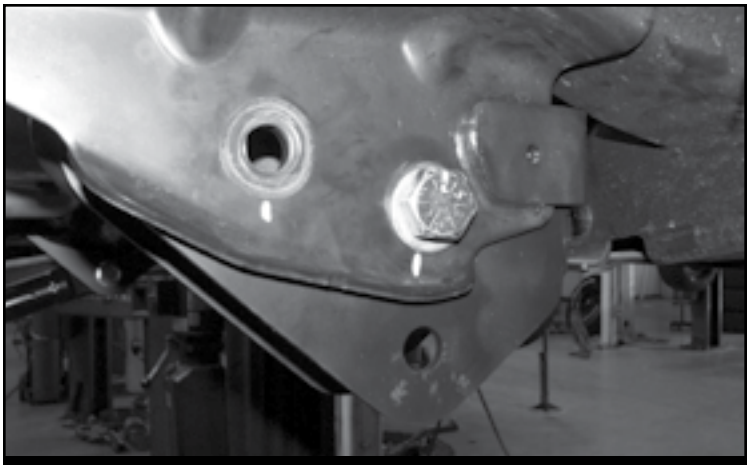

FIGURE 13 - STEP 18
18. Locate FT30650 (4-Link pocket). Install the bracket into the factory radius arm pocket using the supplied ¾” x 1-1/2” bolts, nuts and washers through the original rear holes in the frame. Leave loose. **SEE FIGURE 13**